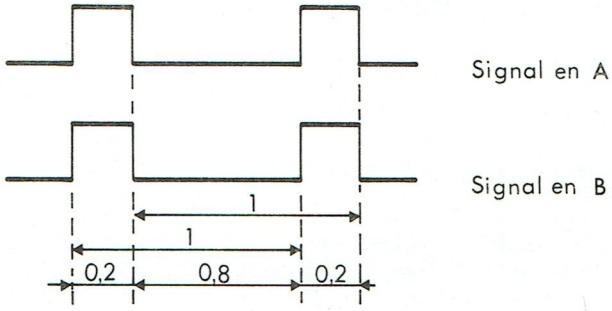

Fig 11
- en ms pour les positions 1 µs et 10 µs de la commande Base de temps (2).
- en s pour les positions 100 µs à 10 ms de la commande Base de temps (2).
- en $10^3$ s pour les positions 100 ms à 10 s de la commande Base de temps (2).
Important : La fréquence du panneau (4) est appliquée en A et en B. Les temps entre les différents fronts sont donnés Figure 11.